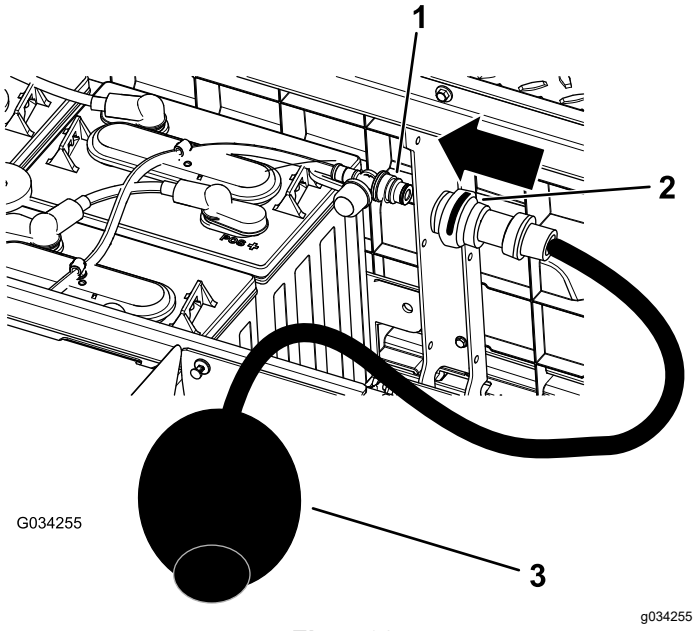

Figur 38
4. Tilslut Toros vandhåndpumpe til vandfyldningsporten (Figur 38).